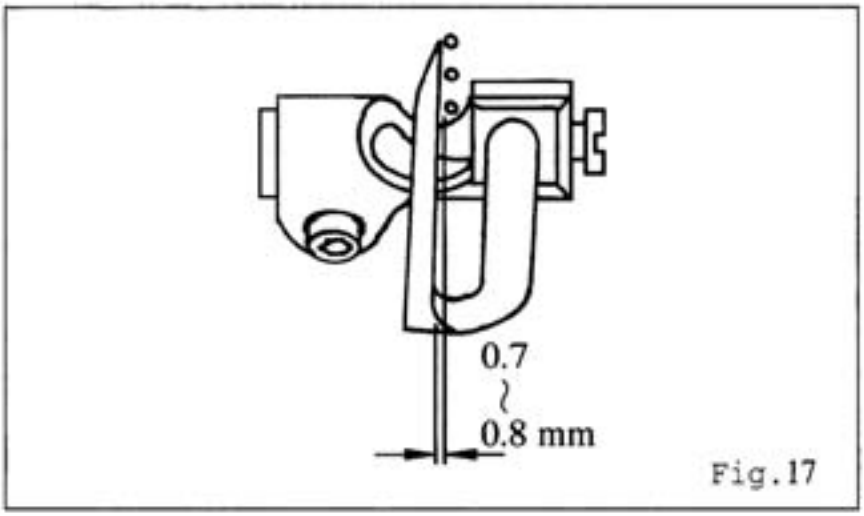

Fig.17
1. 将勾针固定于勾针座上,勾针约向右倾斜0.7mm~0.8mm。（图17）
1. Fix the Looper on the Looper Holer,make sure Looper deflect to the right about 0.7mm~0.8mm. (Fig 17)